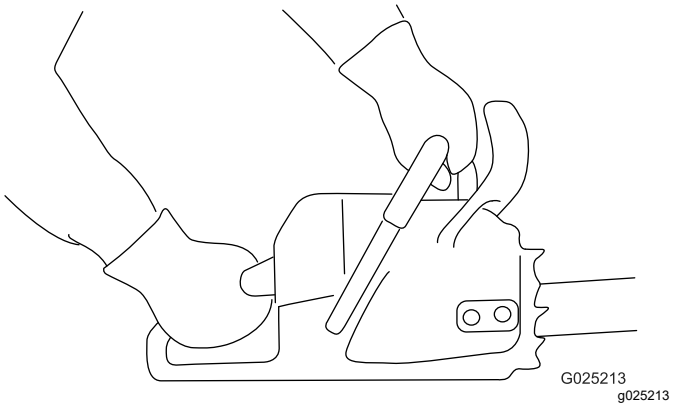

Figur 11
1. Tag fat i kædesaven med to hænder, med venstre hånd på det forreste håndtag og højre hånd på det bageste håndtag som vist i Figur 11.
1. Tag fat om kædesaven som vist i Figur 11.
3. Tag fat om kædesaven som vist i (Figur 11).